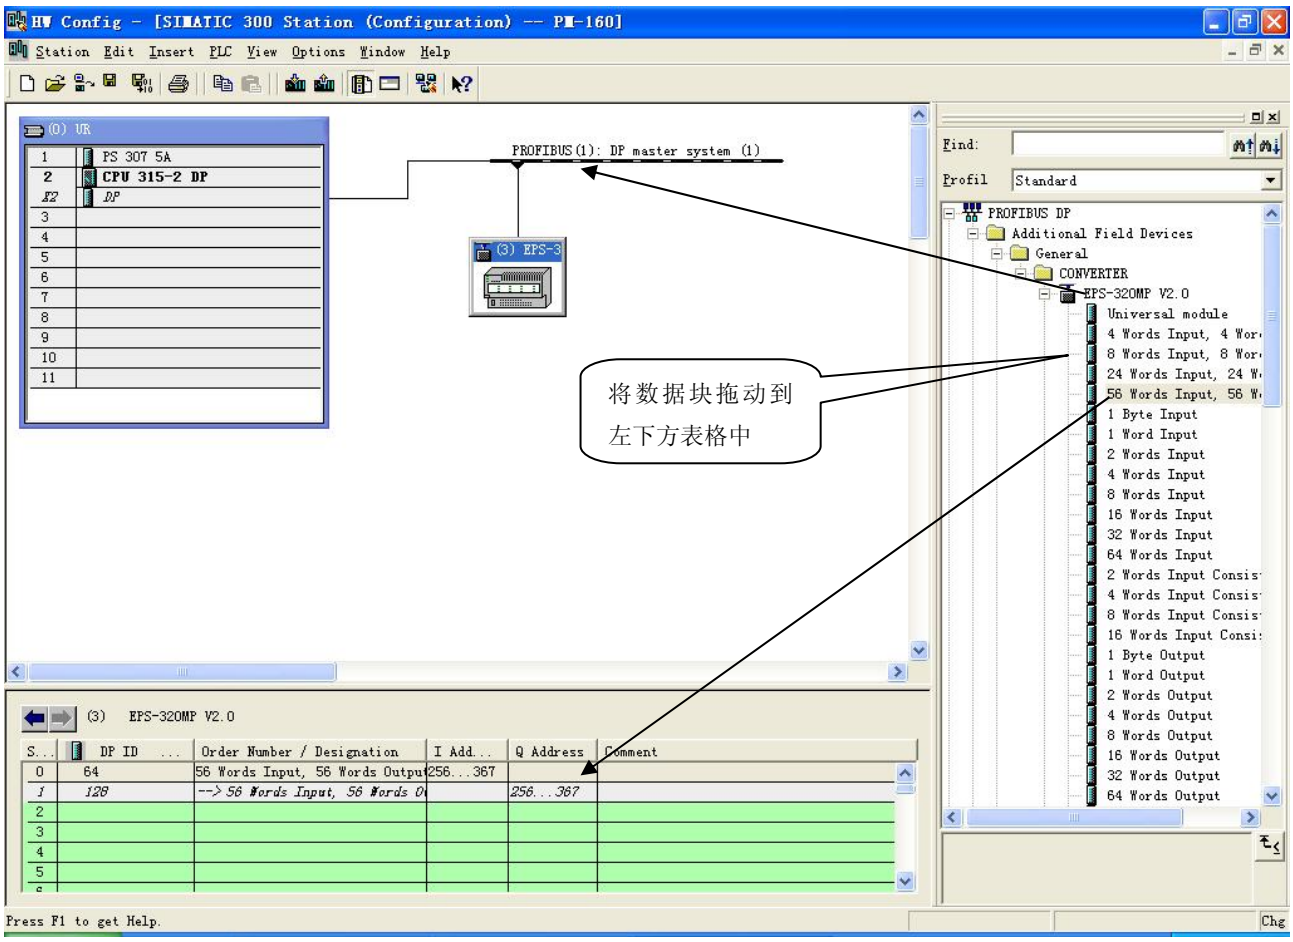

图 10
11. 将从站 EPS-320IP 配入到 PROFIBUS 网络配置当中，并将输入输出数据块，映射到 S7-300 或者其它控制器的内存当中。如图 10：